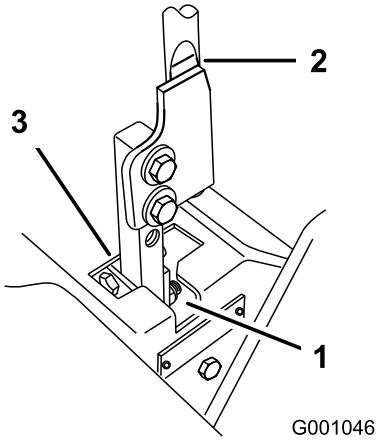

Figur 67
5. Flytta spaken till neutralläget, men lås inte fast den (Figur 67).
6. Dra spaken bakåt tills sprintbulten (på armen nedanför den vridbara axeln) kommer i kontakt med spårets ände (så att den precis börjar tryckbelasta fjädern) (Figur 67).
7. Kontrollera var rörelsereglaget står i relation till spåret i konsolen (Figur 67). Det ska vara centrerat så att reglaget kan vridas utåt mot det neutrala låsläget.